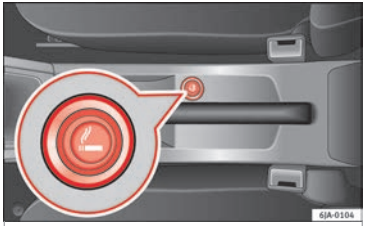

Fig. 69 Centre console: lighter
The cigarette lighter is located at the front of the centre console ››› **Fig. 69**.
– Press the cigarette lighter knob ››› **Fig. 69**.